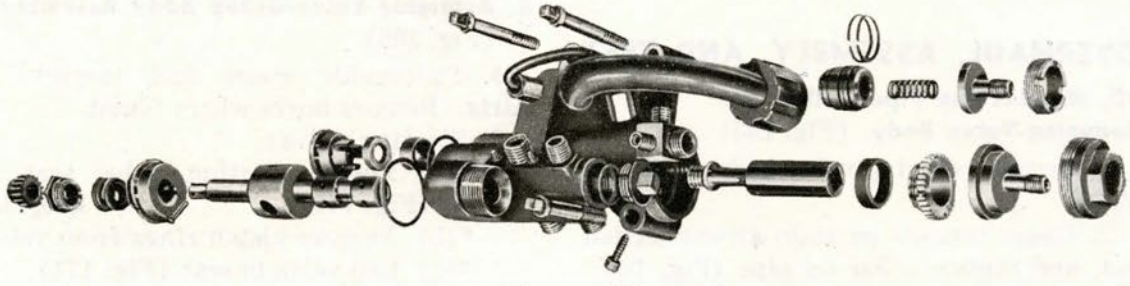

Figure 169
E. Assemble Valve-Group Body Assembly (Fig. 169)